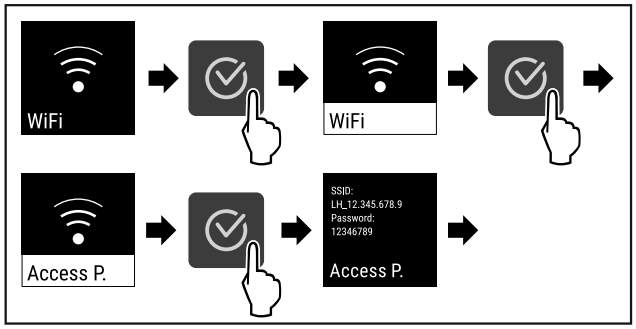

Fig. 85
▶ Ejecutar los pasos (consulte Fig. 85) .